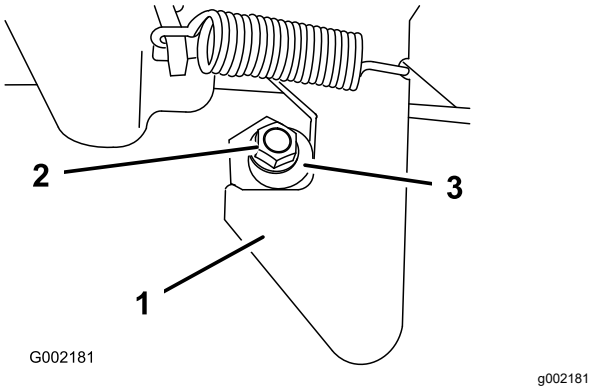

Figura 72
1. Afloje la contratuerca del extremo del tope del enganche (Figura 72).
2. Gire el tope del enganche en sentido horario hasta que quede apretado contra el enganche (Figura 72).